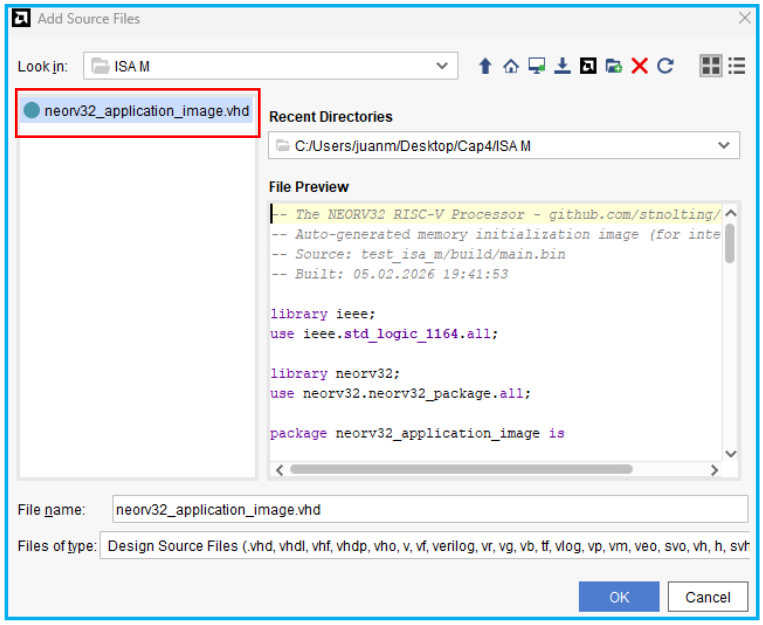

Fig.13. Carga de la nueva imagen VHDL del programa de aplicación.
6. En la ventana `Add or Create Design Sources` hacemos clic en `Add Files`, seleccionamos la imagen VHDL desde la dirección donde se haya almacenado y pulsamos en `OK` (Fig.13).